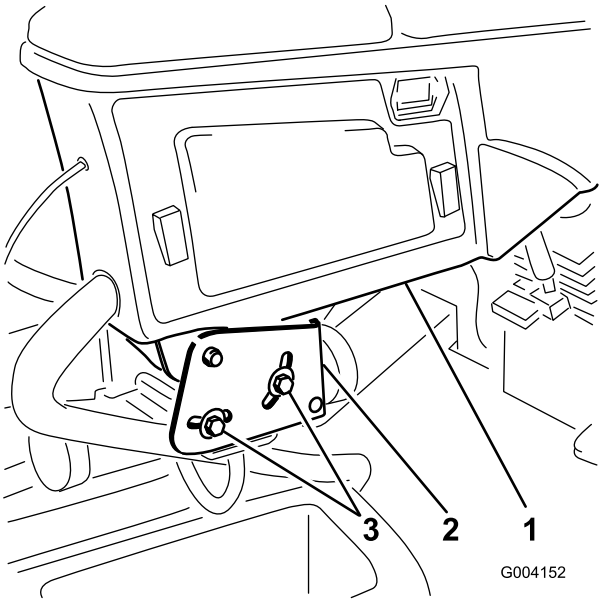

Figuur 2
1. Draai de 2 bouten los waarmee de bedieningsarm is vastgezet aan de bevestigingsbeugel (Figuur 2).